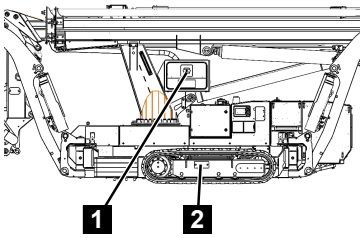

Fig. 192
9. Clean the button head coupler and place it back into the stowage space (Fig.192/1).
10. Tighten the maintenance cover (Fig.192/2).